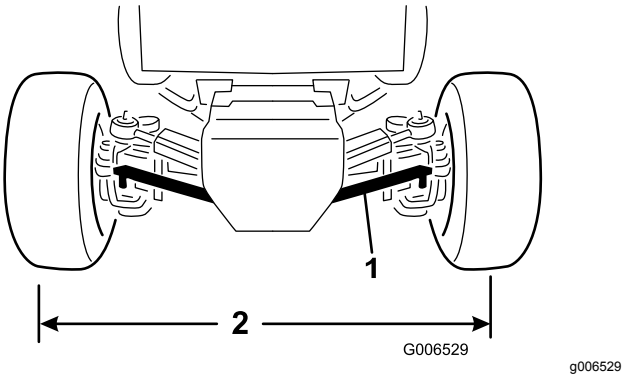

**Figur 65**
1. Fjern splitten og kronemøtrikken, der fastgør en af forbindelsesstangens kugleled til monteringsbeslaget på akslen, og skil kugleleddet fra akslen (Figur 65).
3. Drej forbindelsesstangens kugleled indad eller udad, indtil afstanden fra midten til midten foran og bag på baghjulene er den samme (Figur 65).